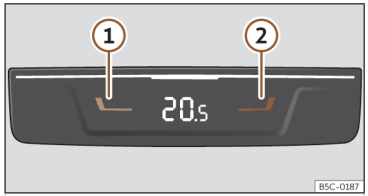

Abb. 110 In der Mittelkonsole hinten: Bedienelemente für die Mitfahrer auf den hinteren Sitzen.
- Drücken Sie die Tasten ① und ② ››› **(Abb. 110)**, um die Temperatur für die hinteren Sitzplätze einzustellen.